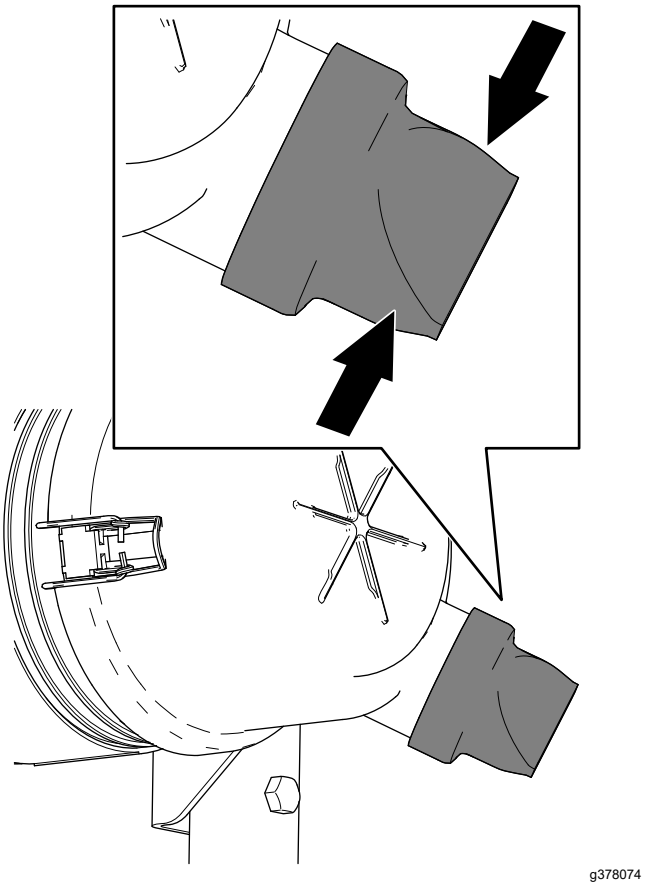

Figur 113
5. Klem støvudstøderventilen (Figur 113).